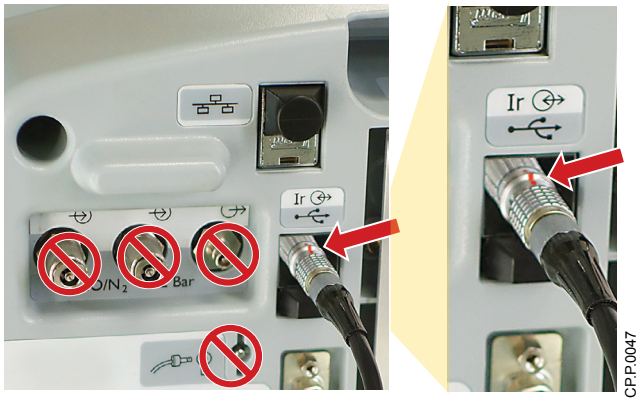

Figure 2-3 Connecting the infrared cable
1. Connect the infrared cable from the top of the INOmax DS_{IR} Cart or Transport Regulator/Cap Assembly to the back of the INOmax DS_{IR} Plus, making sure to align the red dots on the cable and the back of the device (Figure 2-3).